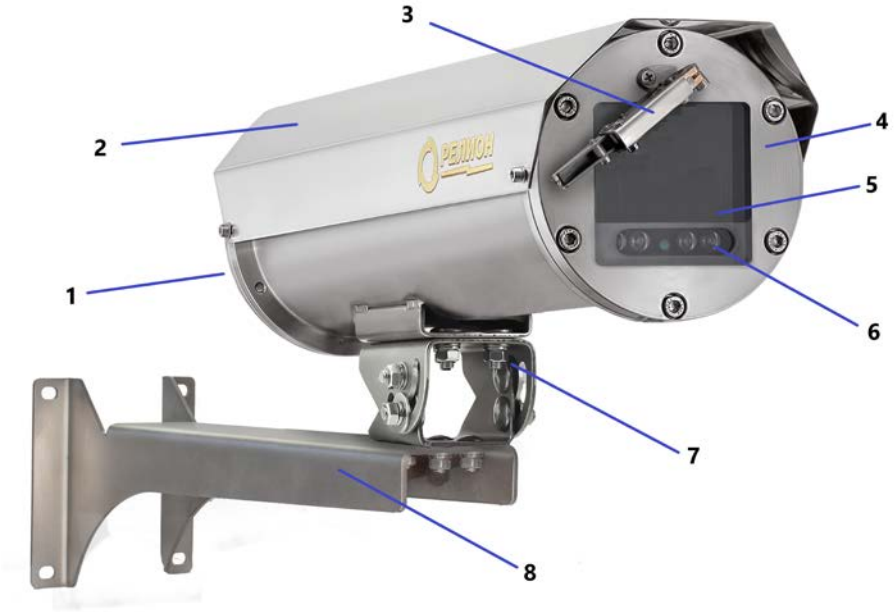

Рисунок 1 − Внешний вид термокожуха
- Открутить болт крепления крепежно-юстировочного устройства (8) и отсоединить от него термокожух, рис. 1.
- Открутить фиксирующие винты и отделить основание с кабельным вводом (1) от корпуса термокожуха, рис. 1.
- Определить место установки и разметить место крепления крепежно-юстировочного устройства, рис. 1.
- Закрепить крепежно-юстировочное устройство (8) к рабочей поверхности, рис. 1.
- Основание с кабельным вводом (1) соединить с корпусом термокожуха и закрутить фиксирующие винты, рис. 1.
- Установить термокожух на крепежно-юстировочное устройство (8) и зафиксировать при помощи болта (7), рис. 1.